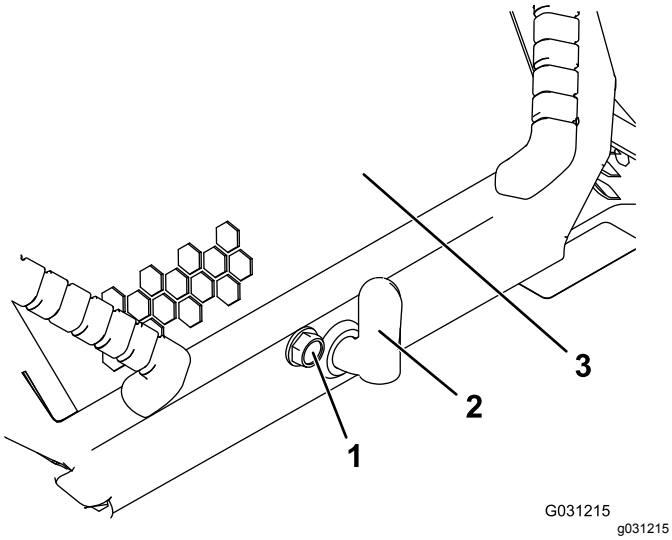

Rysunek 39
1. Poluzuj śrubę blokującą maskę (Rysunek 39).
2. Przekręć zaczep maski w prawo (Rysunek 39).
3. Unieś maskę do góry za ucha (Rysunek 39).
3. Dokręć śrubę mocującą maskę, unieruchamiając zaczep (Rysunek 39).